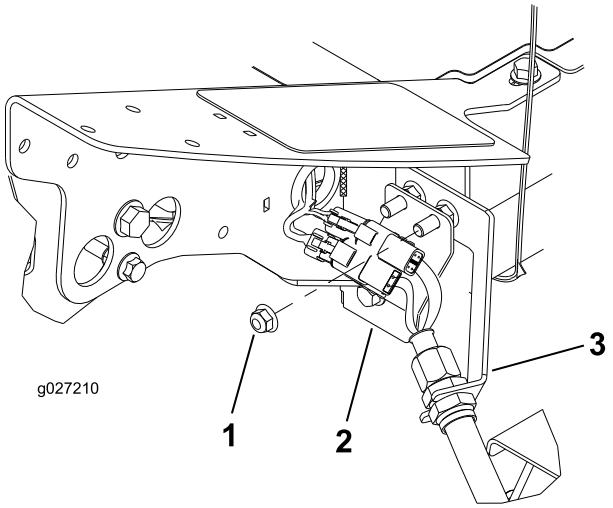

Figur 12
1. Fjern den ekstra flangehovedmøtrik på bolten, der fastgør skotbeslaget til maskinen, i øverste venstre hjørne af rammen (4. klippeenhedsplacering) (Figur 12).
3. Sæt mellempladen på skotbeslagets monteringsbolte med ledningerne placeret som vist i Figur 12.